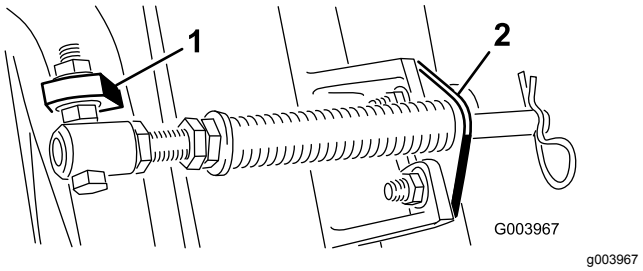

**Figur 5**
**Obs:** Placera bultens huvud mot flikens yttre sida såsom visas i Figur 5.
D. Montera stångbeslaget på klippenhetens flikar med hjälp av vagnsbultarna och muttrarna (Figur 5).